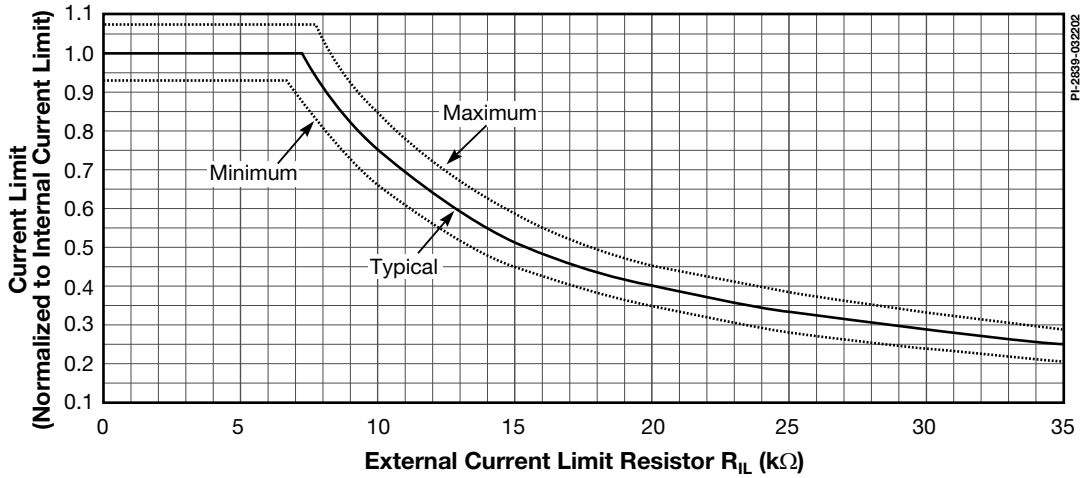

Figure 35. Current Limit vs. External Current Limit Resistance.
B. For externally adjusted current limit values, please refer to Figure 35 (Current Limit vs. External Current Limit Resistance) in the Typical Performance Characteristics section.